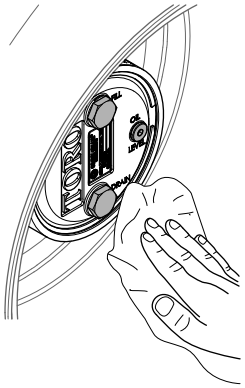

Рисунок 105
3. Начисто протрите корпуса планетарного редуктора и тормоза (Рисунок 105).